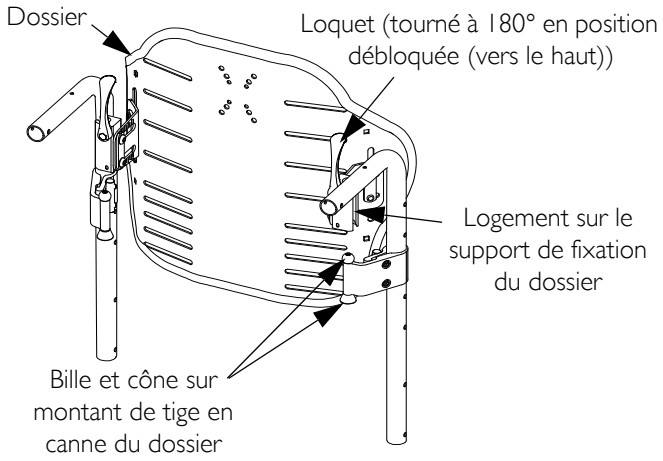

**FIGURE 2.4** Aligner les ferrures de montage du dossier
*REMARQUE: Pour cette procédure, se référer à la FIGURES 2.4 à 2.6.*